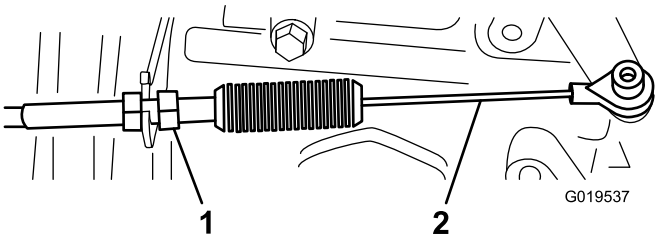
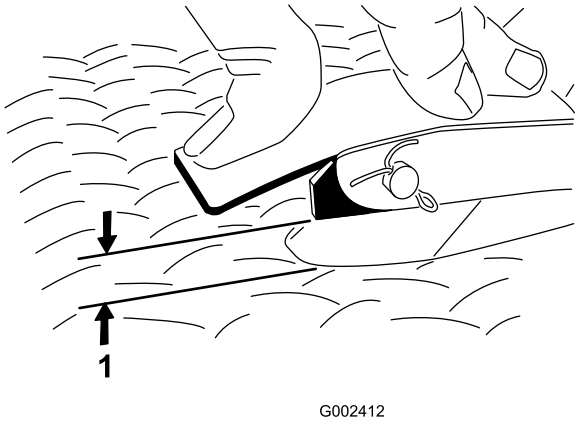

Figura 67
Figura 68
2. Regolate il giunto a sfera sul cavo dell'acceleratore (Figura 67) in modo tale che, quando si applica una forza di 11,3 kg al centro del pedale, si abbia un gioco compreso tra 2,54 e 6,35 mm tra il braccio del pedale dell'acceleratore e la superficie con motivo a rombi del pianale del veicolo (Figura 68).
3. Serrate il dado di bloccaggio (Figura 67).